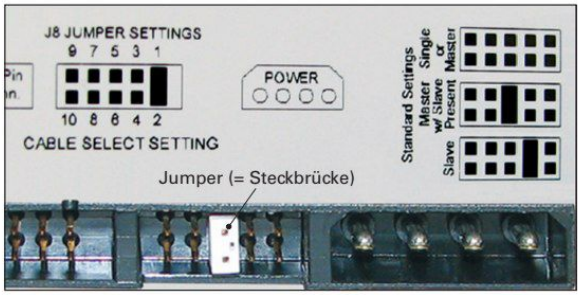

Bild 4: Jumper PATA
a) Für welchen Betrieb ist die Festplatte **(Bild 4)** eingestellt?